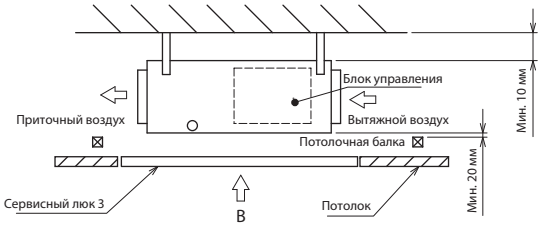

Рис. 3
2) Если под внутренним блоком, между блоком и потолком, свободное пространство менее 300 мм (но не менее 20 мм, как показано на Рис. 3)